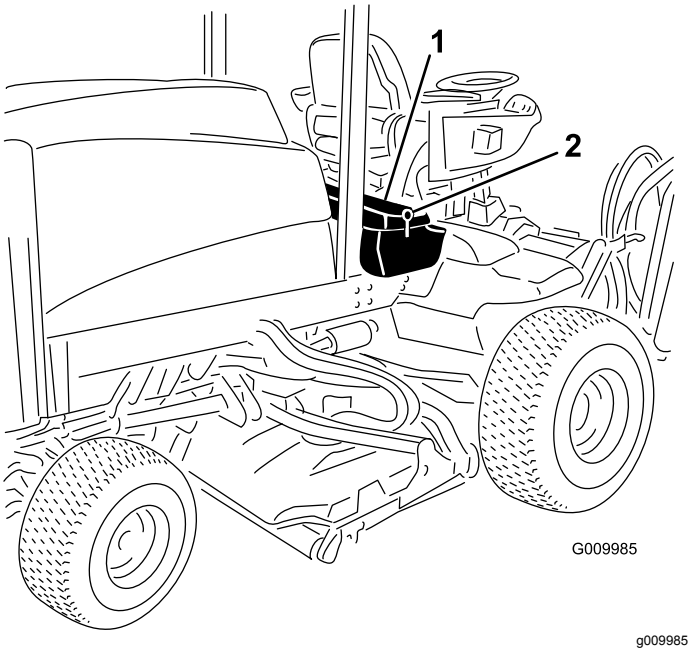

**Figur 60**
1. Oplås og løft konsolpanelet (Figur 60).